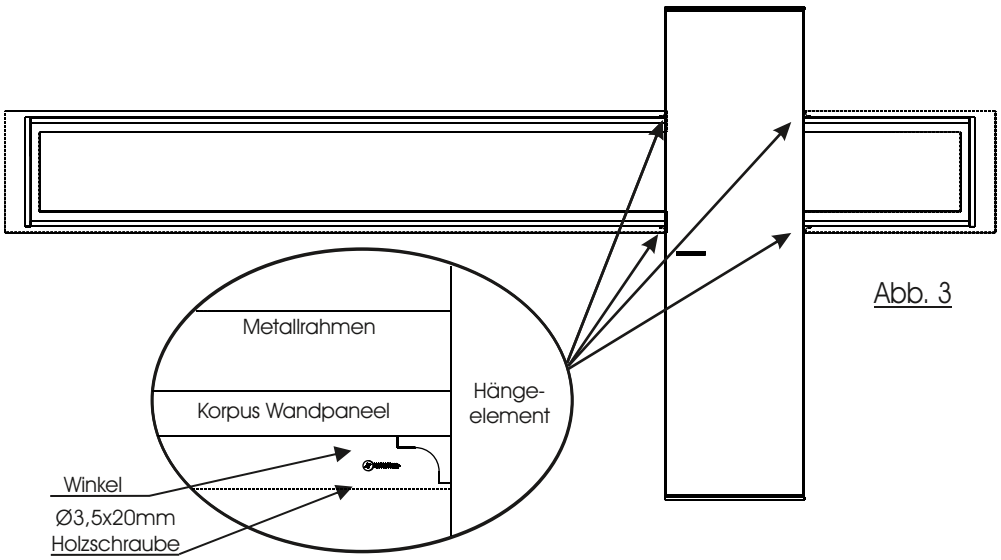

Abb. 3
5. Verschrauben Sie die beiden Paneele mit dem Hängekorpus. Hierzu sind hinter dem Metallrahmen jeweils oben und unten Winkel werkseitig vormontiert. Verwenden Sie hierzu die Ø3,5x20 Senkkopfschrauben. (Abb. 3)